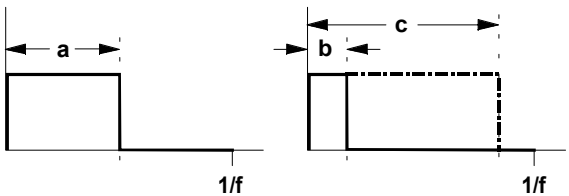

Abb. 2: verschiedene Pulsweiten einer Pulswelle
Der VCO liefert am Ausgang ❿ eine Pulswelle. Sie können die **Pulsweite** (s. Abb. 2) manuell einstellen oder per Steuerspannung verändern (**Pulsweitenmodulation**).
Je weiter die Pulsweite von der symmetrischen Pulswelle abweicht (s. Abb. 2, b und c), desto geringer wird der Anteil unterer Harmonischer; der Klang wird zunehmend "spitzer" und "nasaler".